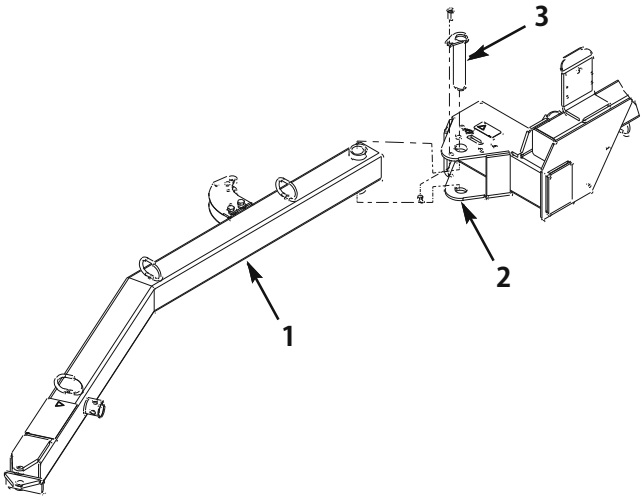

図2
1. ヒッチ・トングの後端部をスイーパの取り付けプレートの間に入れ、取り付け穴を整列させる（図2）。
2. ヒッチ・ピン（図2）を使って、ヒッチ・トングを取り付けプレートに固定する。
3. 3/8–16 x 1–1/4" キャップスクリュと 3/8–16 ロックナットで、ヒッチ・ピンを取り付けプレートに固定する（図2）。